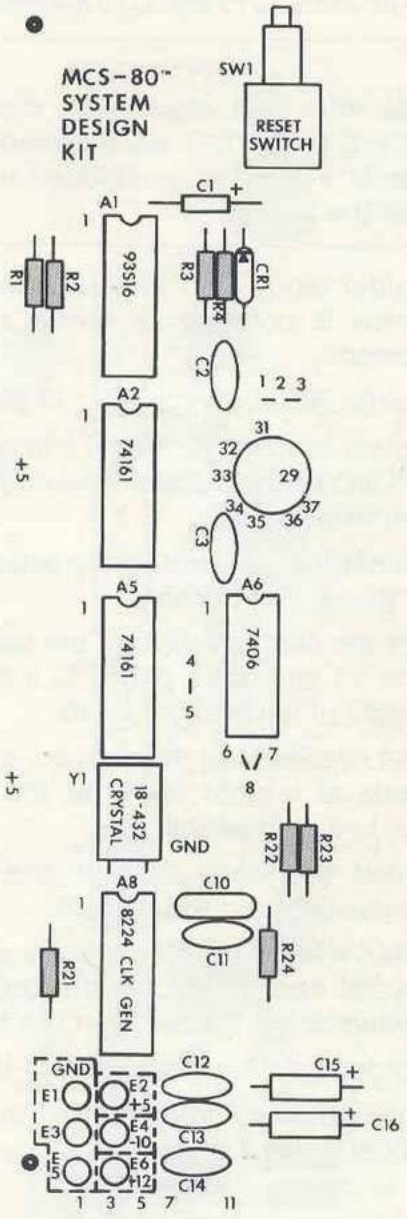

Figure 2-3. Construction Figure #1.
- ☐ Referring to Table 2-4, solder resistors R1-R4 and R21-R24 in place. Figure 2-3 shows this area of the board.